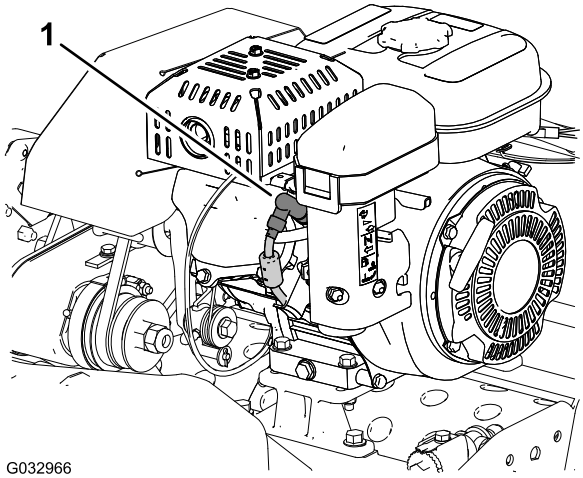

Figuur 1
4. Maak de bougiekabel los van de bougie (Figuur 1).